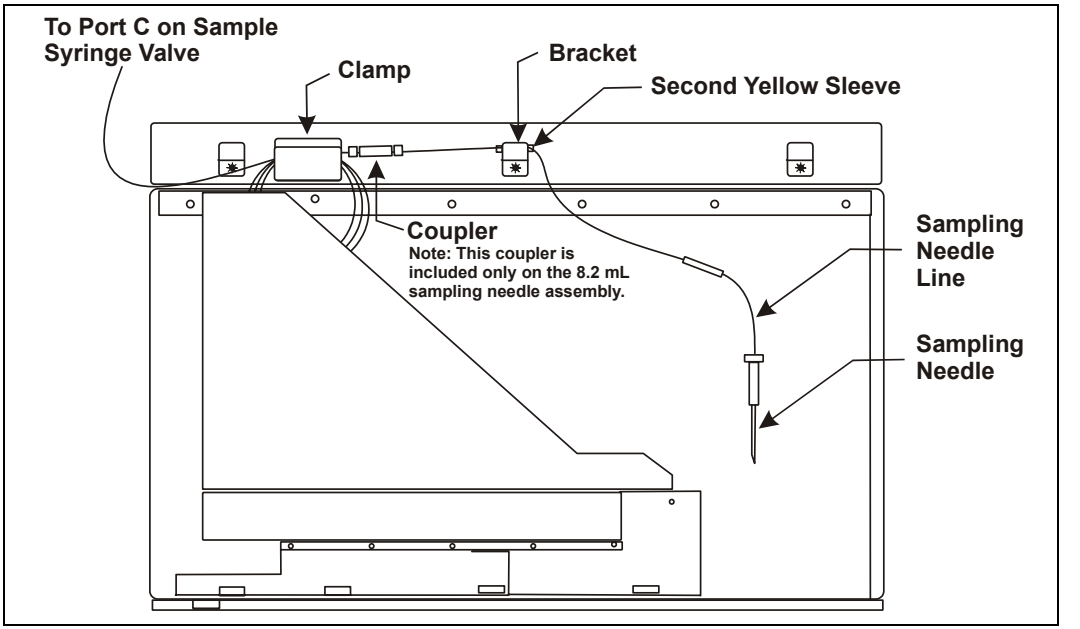

Figure 5-11. Sampling Needle Line Bracket and Clamp (Right Side of Compartment)
6. The sampling needle line is coiled and held by a bracket and clamp on the upper-right side of the autosampler compartment (see Figure 5-11). To remove the tubing, use a flathead screwdriver to gently pry the center bracket apart. Then, lift the tubing out of the bracket and clamp.
7. Measure the distance from the second yellow sleeve (see Figure 5-11) to the needle. When installing the new sampling needle assembly, position the sleeve on the new line the same distance from the needle.
9. If you are replacing an 8.5 mL sampling needle assembly (P/N 061267), disconnect the sampling needle line from the coupler that connects it to the larger ID tubing (see Figure 5-11).
7. Position the second yellow sleeve on the tubing in the position measured in Section 5.4.1, Step 7. Loop the tubing at the second yellow sleeve and attach it to the center bracket on the upper-right side of the autosampler compartment (see Figure 5-11). Use a screwdriver to push in the bracket slightly and secure the tubing.
a. Connect the sampling needle line to the coupler that connects it to the larger ID tubing (see Figure 5-11).